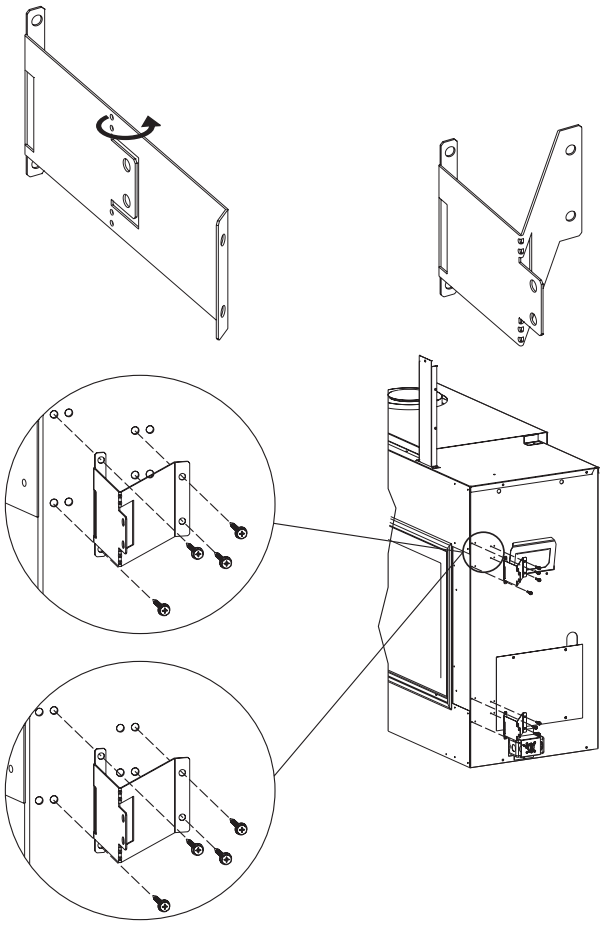

Figure 24
3. Prenez les quatre supports de cadre et pliez-les à la main en forme de V, comme montré à la **figure 24.** Fixez-les avec des vis à tête hexagonale de 1/2 po (12,7 mm) à filetage 10.
4. Repérez les brides de fixation sur les côtés du foyer (deux de chaque côté). **Voir la figure 24.**